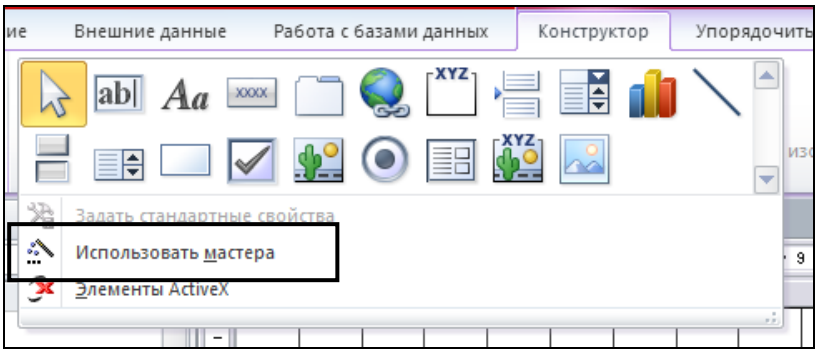

Рис. 7.5. Панель элементов
1.4. На вкладке *Конструктор* в разделе *Элементы управления* отображаются все объекты и отключается (делается неактивной) кнопка *Использовать Мастера* (рис. 7.5).